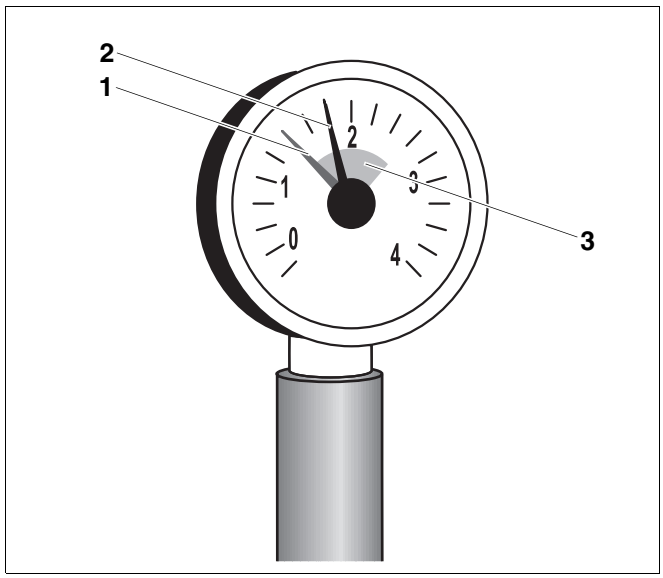

Fig. 58 Manometro per impianti di riscaldamento chiusi
Per gli impianti chiusi, l'indicatore del manometro (fig. 58, **pos. 2**) deve stare all'interno del campo verde (fig. 58, **pos. 3**). La lancetta rossa (fig. 58, **pos. 1**) del manometro deve essere regolata sulla pressione necessaria per l'impianto di riscaldamento.